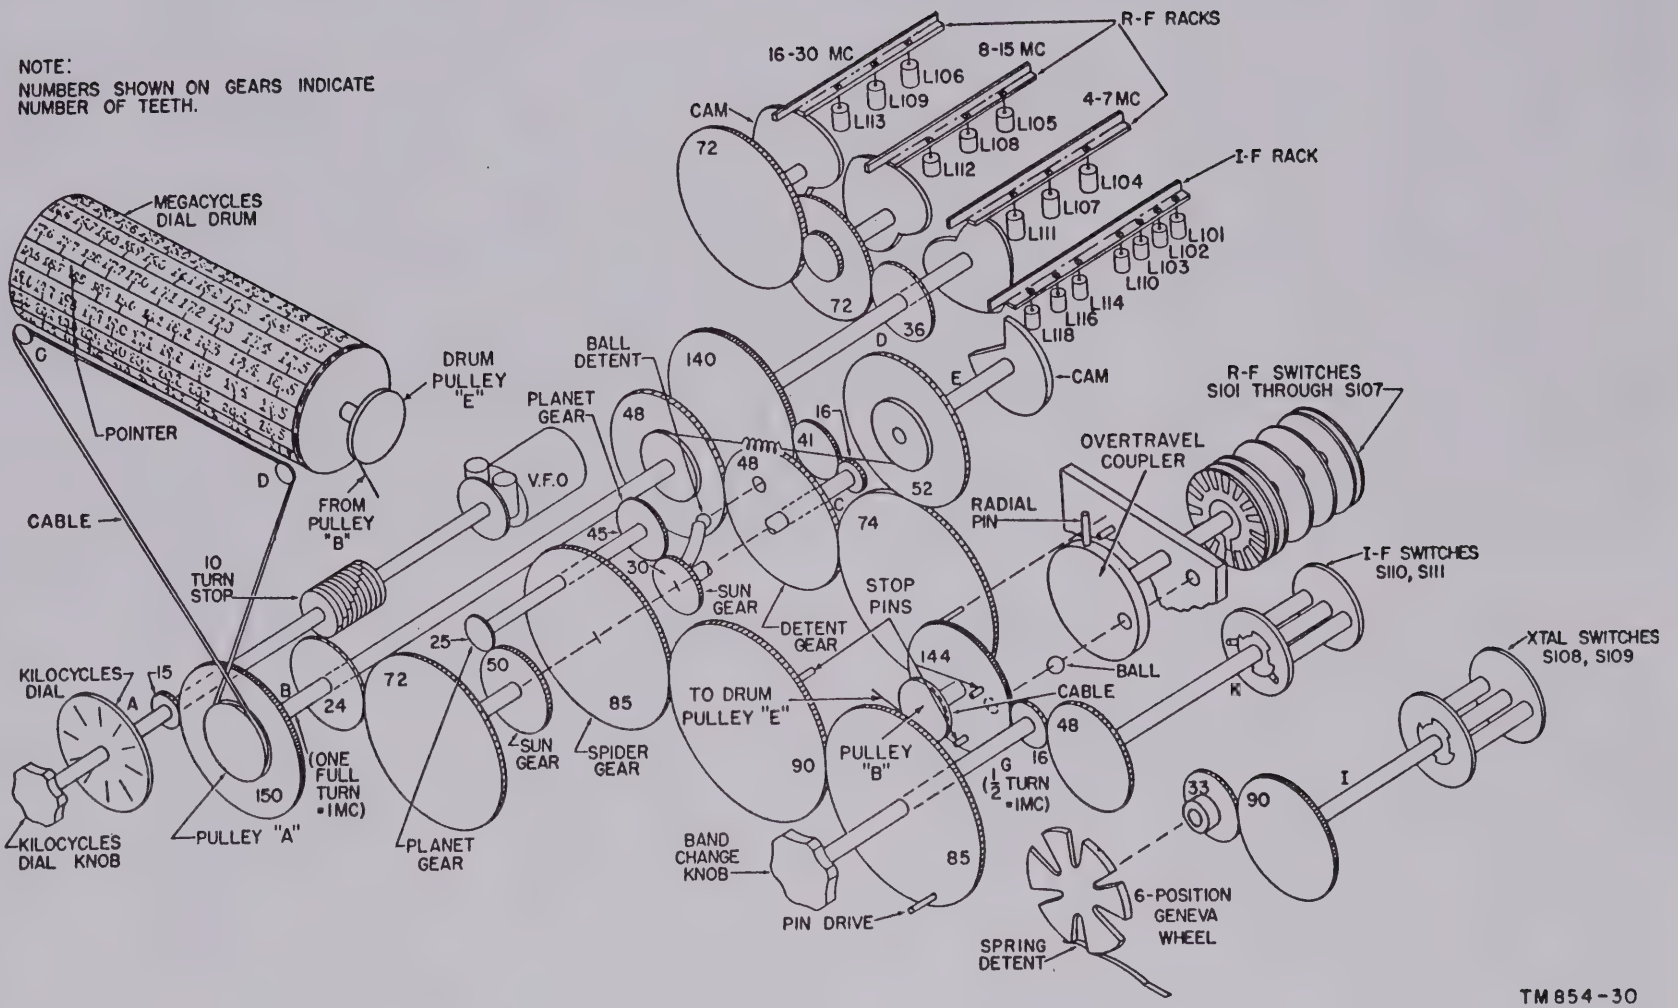

Figure 30. Functional diagram of tuning, band changing, and frequency indicating mechanisms.
The band switching is done by rotary switches 1 to 11. These are ganged, wafer type switches that respond to the BAND CHANGE knob by a system of gear trains. The gear trains are arranged so that the correct switch combinations are selected to cut in the appropriate tuning components. Table II illustrates the functions of each switch for rough tuning on each band. For further information concerning the mechanical aspects of tuning, refer to paragraphs 56–59 and figures 30 and 31.
The receiver is tuned by the movement of powdered iron cores (permeability tuning) in the rf, variable if, and vfo coils. Movement of the cores is controlled by cams (except for vfo coils) which are turned through gearing by the KILOCYCLES and MEGACYCLES dial knob on the front panel. Band changing is accomplished by turning the r-f, i-f, and crystal switches through gearing from the BAND CHANGE knob. In addition, the BAND CHANGE knob moves the cores in the r-f coils through successive 1-mc increments (using the same cams as are used for tuning). Details of the functioning of these mechanisms, and the means of frequency indication are given in the following paragraphs of this section (figs. 30 and 42).
b. R-F Racks. Shaft D is geared to shaft B through shaft C, and the 16- and 41-tooth gears (fig. 30). The gearing ratio (48 to 48) is such that shaft C turns exactly as much as shaft B. The 41-tooth gear serves as an idler gear to transmit motion and change the direction of motion. Shaft D makes four-thirty-fifths of a turn for the complete turn of shaft B. Since only a half-turn of the heart-shaped cams is required to lift the r-f racks from their lowest to their highest positions, and since somewhat less than the full travel is used, this four-thirty-fifths of a turn corresponds to exactly one-fourth of the full movement for the 4- to 7-mc rack. That is, it corresponds to a 1-mc movement. The cam for the 8- to 15-mc rack turns only half as far as the first cam and, therefore, lifts the 8- to 15-mc rack only one-eighth of the full rack movement, or also 1 mc, for the same full turn of shaft C. Similarly, the cam for the 16- to 30-mc rack turns only half as far as the cam for the 8- to 15-mc rack and therefore lifts the 16- to 30-mc rack only one-sixteenth of the full rack movement, or 1 mc, for a full turn of shaft C. Thus, regardless of which set of coils may be connected in the circuit, that is, whatever tuning step the receiver is set to, the turning of shaft C one full turn always corresponds to an r-f rack movement proportional to 1 mc. Turns less than a full turn are also in exact proportion.